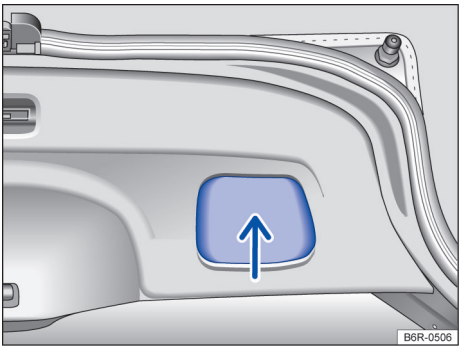

Fig. 57 Tampa traseira aberta: rebaixo para puxar.
– Puxar a tampa traseira pelo rebaixo no revestimento interno → Fig. 57 com impulso para baixo, de modo que se encaixe na fechadura → ⚠.